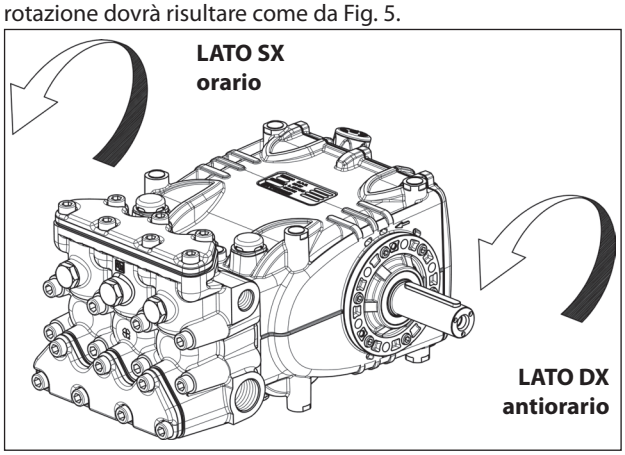

Fig. 5
Posizionandosi di fronte alla testata pompa il senso di rotazione dovrà risultare come da Fig. 5.
N.B. La versione riportata in Fig. 5 è Dx.